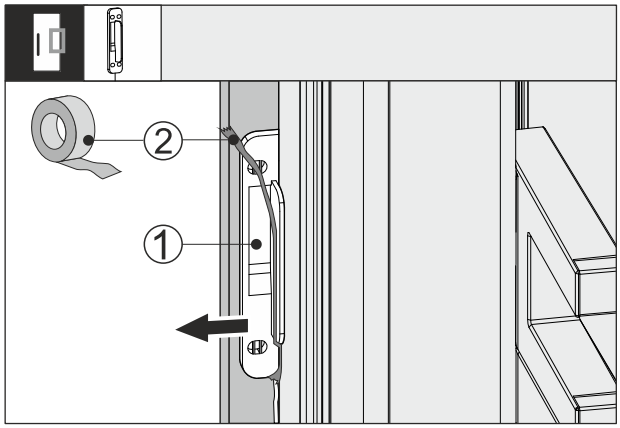

Fig. 64
▶ Maak de tape *Fig. 64 (2)* op de klopsensor *Fig. 64 (1)* los.